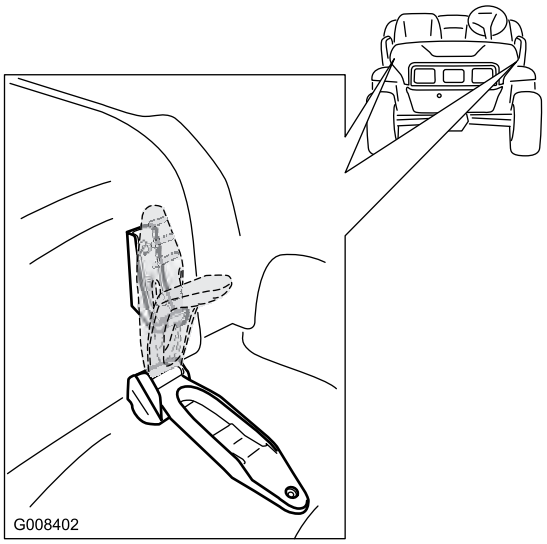

Figur 22
1. Fjern gummistroppene på begge sider av panseret (Figur 22).